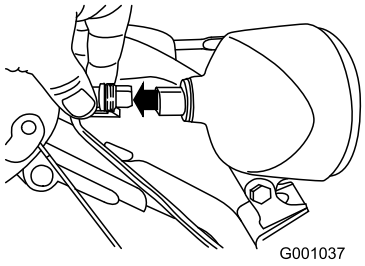

Figur 61
1. Fjern ledningskonnektoren fra baksiden av frontlykten (Figur 61).